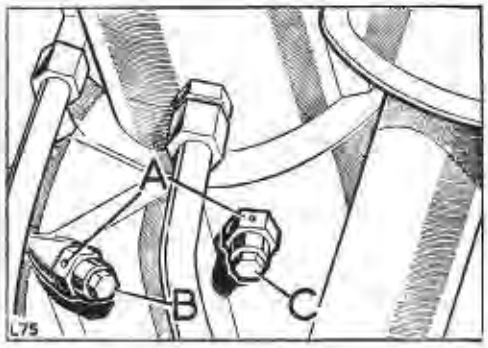

**Fig. L1-70. Priming the distributor pump**
8. Release air vent screw 'B' on distributor body. See Fig. L1-70.